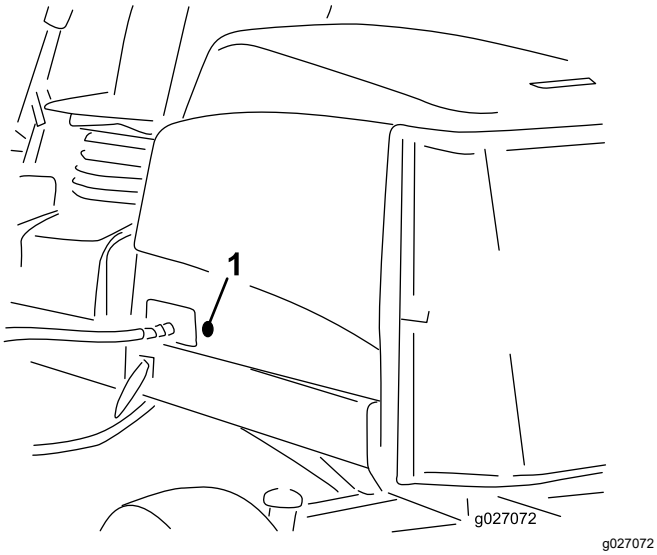

Figuur 33
2. Verwijder de rubberen ring uit de opening in de linkerkant van de motorkap (Figuur 33).